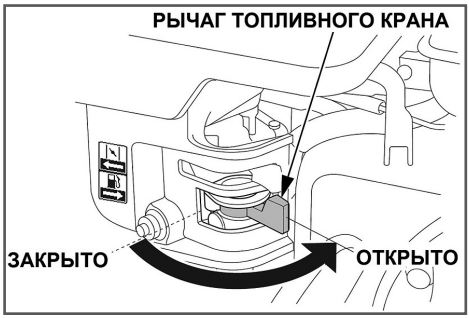

Рис. 16 Рычаг топливного крана
3. Откройте топливный кран переводом рычага вправо (Рис. 16).
5. Закройте топливный кран (Рис. 16).